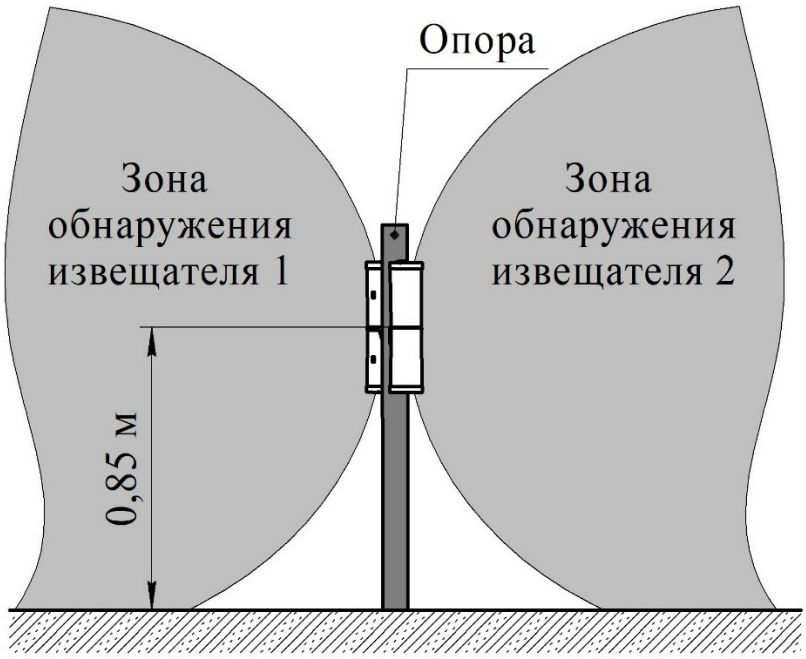

Рисунок 2.2 – Установка блоков ПРМ (блоков ПРД) извещателей «ФОРТЕЗА-М300-А», «ФОРТЕЗА-М500-А» на одной опоре без перекрытия смежных зон обнаружения
2.3.2.2.2 При организации сплошного протяжённого рубежа охраны с применением извещателей «ФОРТЕЗА-М300-А», «ФОРТЕЗА-М500-А» допускается установка двух блоков ПРД (блоков ПРМ) на одной опоре без перекрытия зон обнаружения соседних участков (рисунок 2.2).